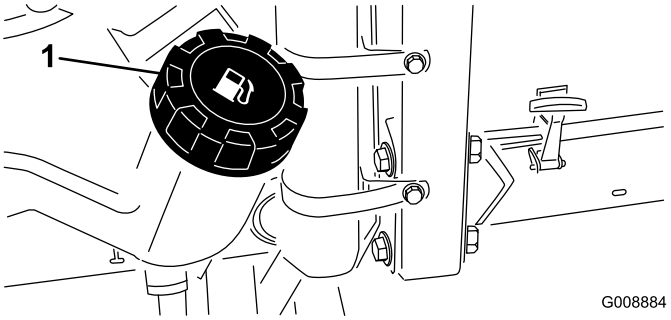

Figur 37
1. Rengör området runt tanklocket (Figur 37).